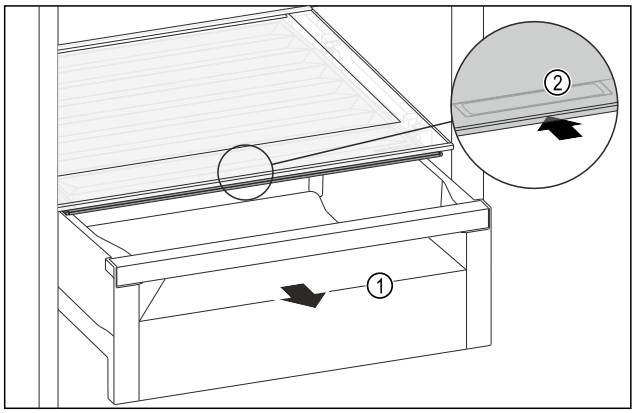

Fig. 175
▶ Pull out the drawer *Fig. 175 (1)*.
▶ Grasp the recessed grip *Fig. 175 (2)* on the compartment lid and push the compartment lid backwards at the same time.